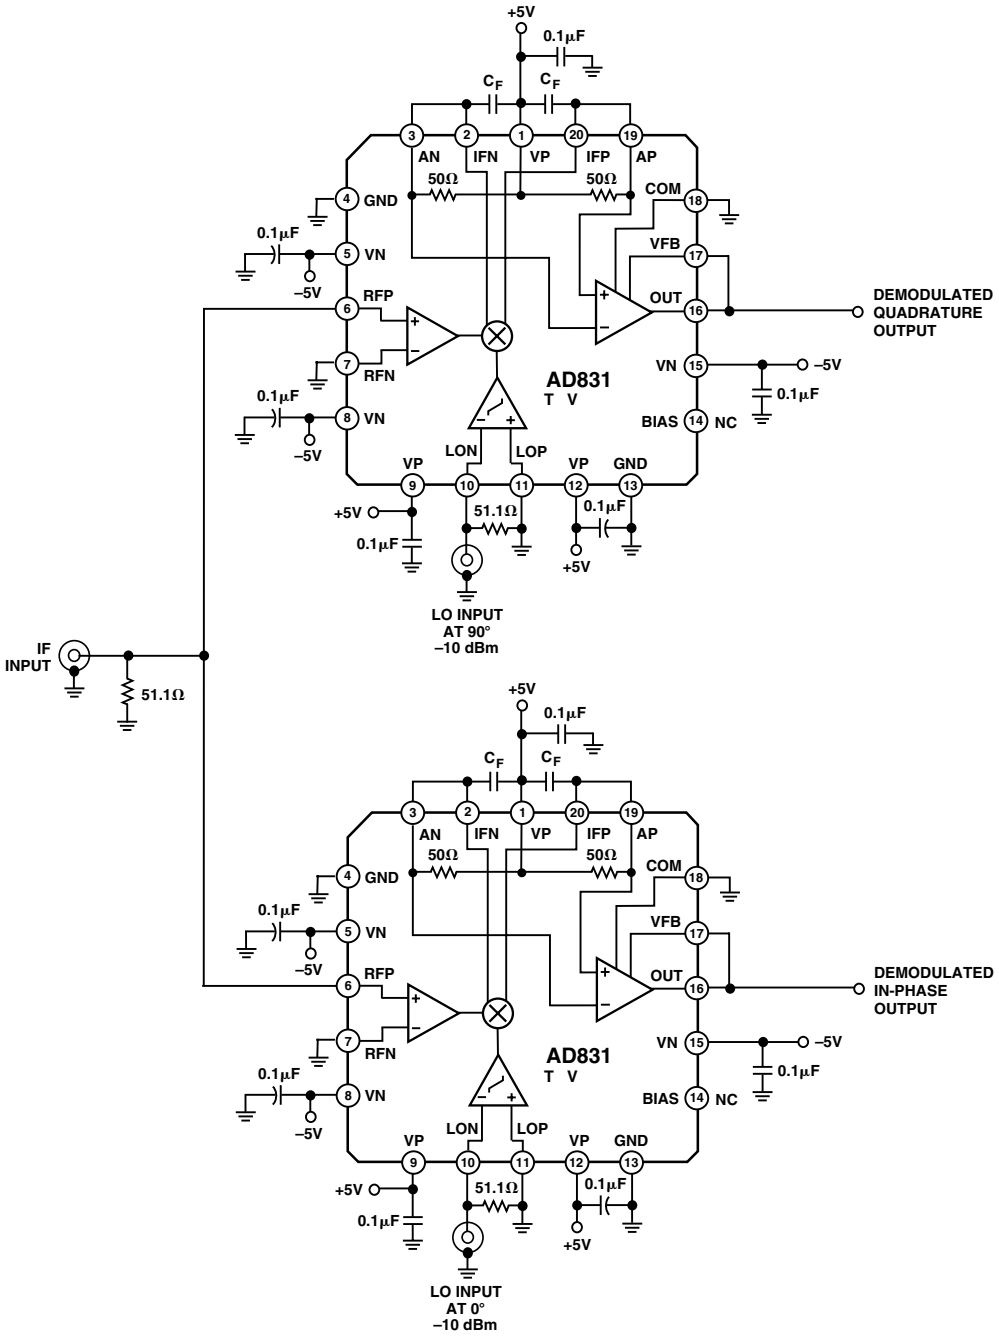

Figure 11. Connections for Quadrature Demodulation
Two AD831 mixers may have their RF inputs connected in parallel and have their LO inputs driven in phase quadrature (Figure 11) to provide demodulated in-phase (I) and quadrature (Q) outputs. The mixers' inputs may be connected in parallel and a single termination resistor used if the mixers are located in close proximity on the PC board.